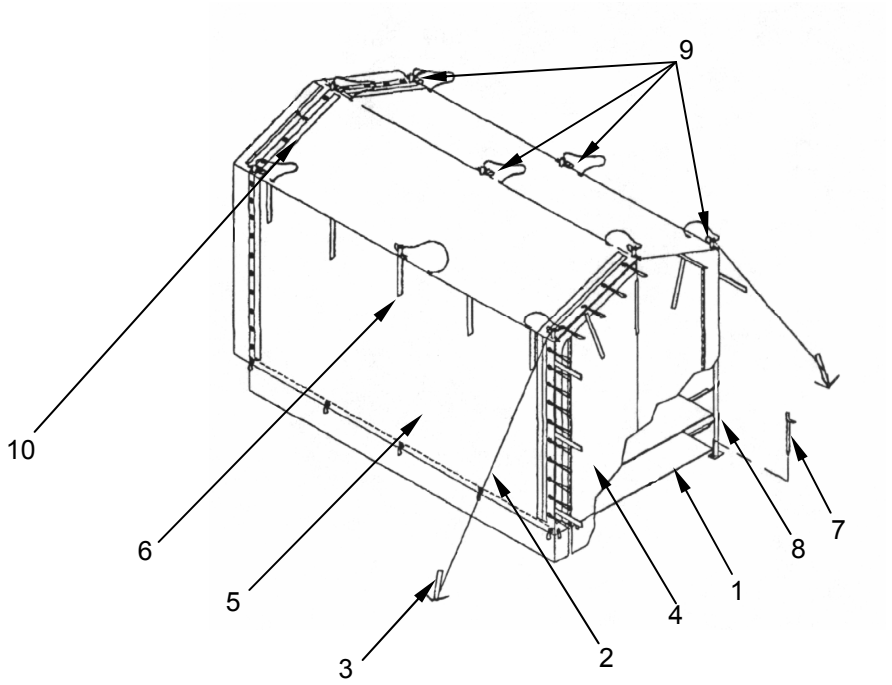

Figure 2. Striking Procedure for Vestibule.
2. Remove single ply floors **(Figure 2, Item 1)** in vestibule.
3. Release tension on vestibule guy lines **(Figure 2, Item 2)** and remove stakes **(Figure 2, Item 3)**.
4. Unlace vestibule door **(Figure 2, Item 4)** sides from vestibule **(Figure 2, Item 5)**.
5. Untie vestibule tie tapes **(Figure 2, Item 6)**.
6. Remove steel pins **(Figure 2, Item 7)** in vestibule footstops and frame base plates.
7. Collapse vestibule and position frames **(Figure 2, Item 8)** against endwall.
8. Remove hitch pins **(Figure 2, Item 9)** and complete door removal.
10. Open weather seal flap **(Figure 2, Item 10)**, unlace vestibule, remove and fold.